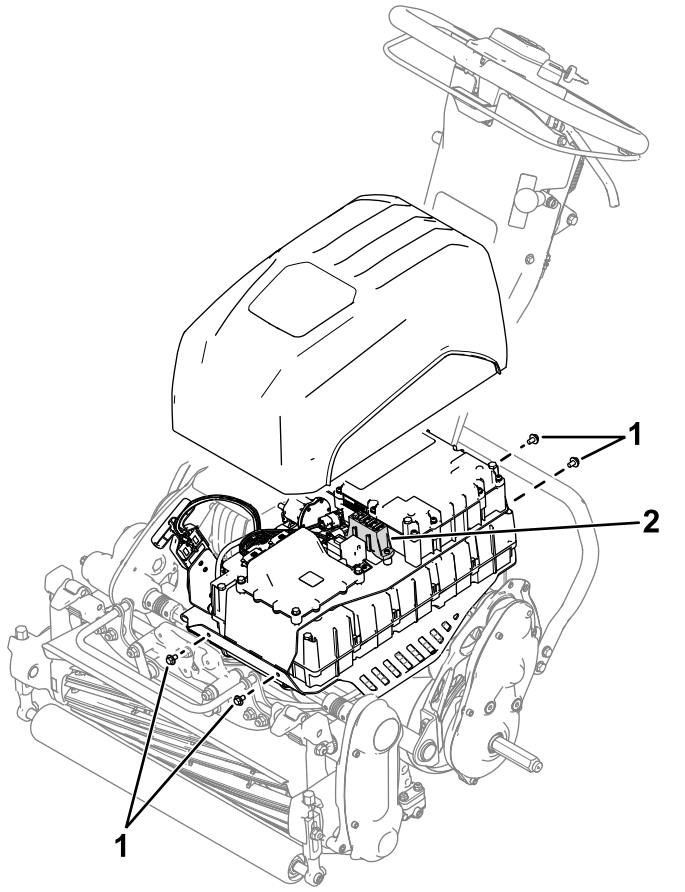

Figur 21
2. Ta bort de fyra skruvarna (Figur 21) som håller batterikåpan på plats och ta bort kåpan.